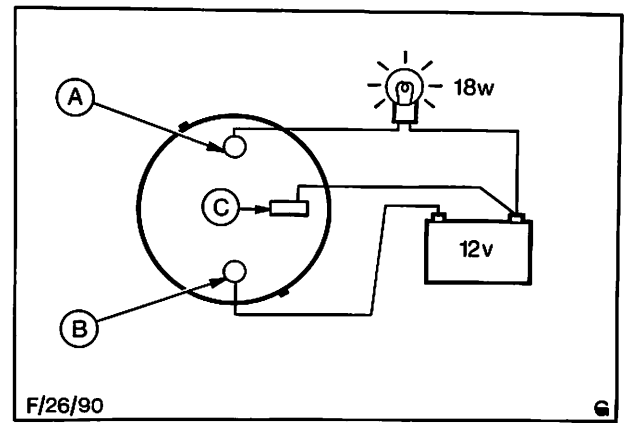

Abb. 8 Magnetschalter-Funktionstest
2. Beide Magnetschalterkabel abgeklemmt lassen. Neuen Prüfkreis (Abb. 8) mit einer Prüflampe von 18...21 Watt zwischen der Batterie und den Hauptanschlüssen des Magnetschalters anschließen.